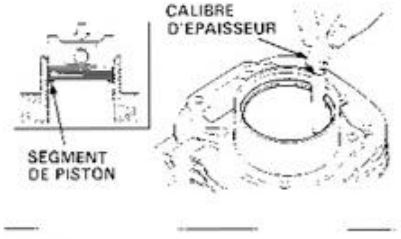

FIG. 40
- Jeu à la coupe : le segment étant déposé, l'introduire à 1 à 2 cm du bas du cylindre en le poussant avec le piston afin qu'il soit parfaitement positionné. Avec des cales d'épaisseur, mesurer le jeu entre les becs (fig. 40.)